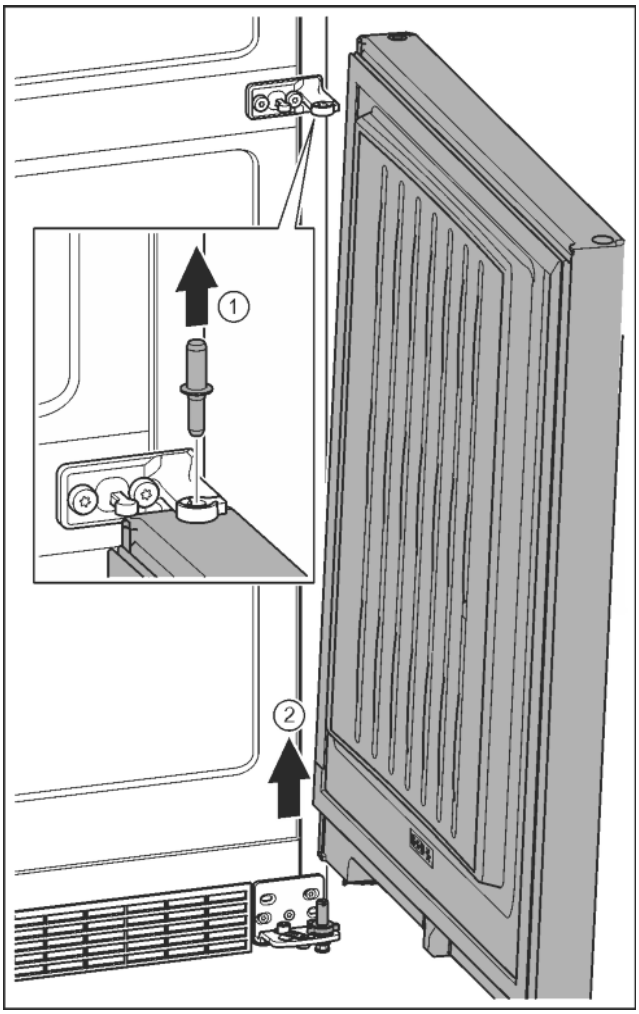

*Fig. 12*
- ▶ Pull out the bolts towards the top. *Fig. 12 (1)*
- ▶ Swing the door out, pull it upwards and set it aside. *Fig. 12 (2)*